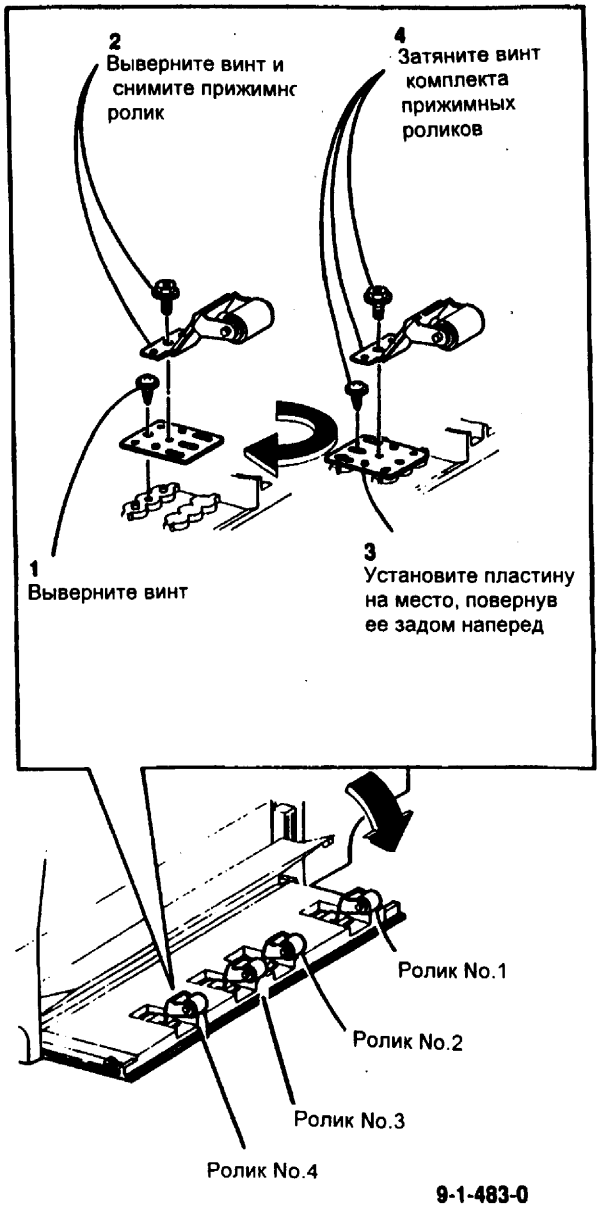

Рис. 2 Регулировка пластины и прижимного ролика
2. (Рис. 2) Подготовьтесь к регулировке прижимных роликов, выполнив следующие действия